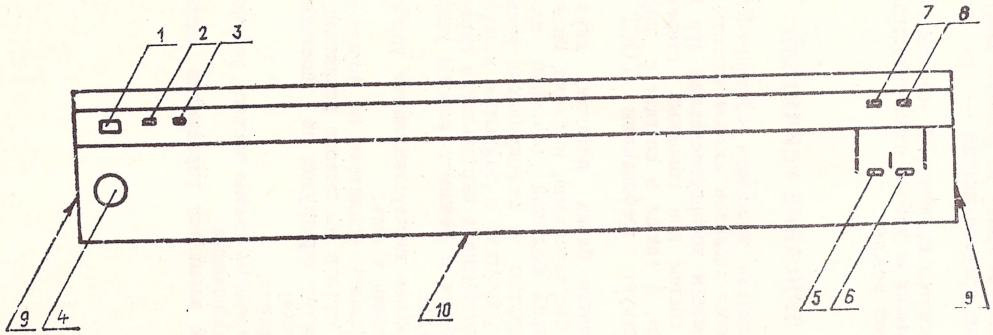
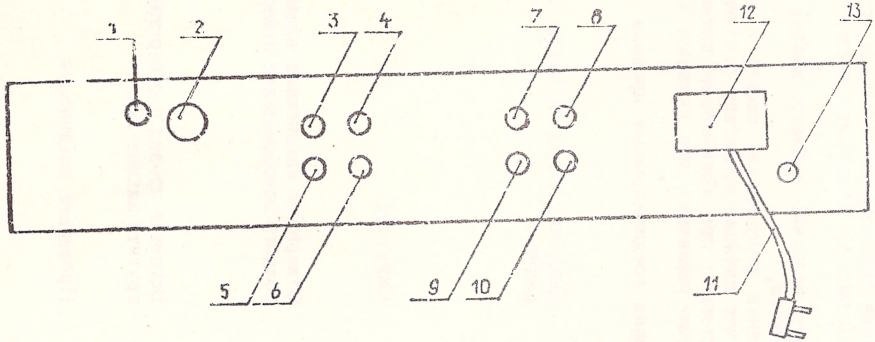

Рис. 1
Рис. 2
1.3. Проверьте сохранность пломб (рис. 1, поз. 9 и 10 и рис. 2 поз. 13) на усилителе и его комплектность.
Расположение и назначение элементов управления усилителя показаны на рис. 1, 2.
6.1.1. Перед включением в сеть убедитесь, что кнопка включения СЕТЬ (1 рис. 1) находится в выключенном состоянии.
Включите вилку шнура питания (11 рис. 2) усилителя в штепсельную розетку сети.
Включите усилитель нажатием кнопки включения СЕТЬ. При этом должна засветиться световая индикация включенного состояния усилителя (2 рис. 1) и индикация ЗАЩИТА (3 рис. 1). Последняя погаснет через 2—3 с.
2) учитывать, что результирующее сопротивление двух параллельно подключенных акустических систем не должно быть меньше 8 Ом, поэтому, если к усилителю подключены две пары акустических систем сопротивлением 8 Ом, одна из кнопок: ВЫХОД «а» (5 рис. 1) или ВЫХОД «б» (6 рис. 1), должна быть отжата. Если это условие не будет выполнено, то результирующее сопротивление двух параллельно подключенных акустических систем составит 4 Ом, что приведет к срабатыванию блока защиты усилителя и отключению акустических систем от выхода усилителя.
2) при нажатой кнопке ВЫХОД «а» звук воспроизводится через акустические системы, подключенные к выходным клеммам «а» и включается световая индикация включения выхода «а» (7 рис. 1);
3) при нажатой кнопке ВЫХОД «б» звук воспроизводится через акустические системы, подключенные к выходным клеммам «б» и включается световая индикация включения выхода «б» (6 рис. 1);
4) при нажатии обеих кнопок звук воспроизводится через обе пары акустических систем. При этом необходимо обеспечить выполнение условия по п. 6.2.4. (2);